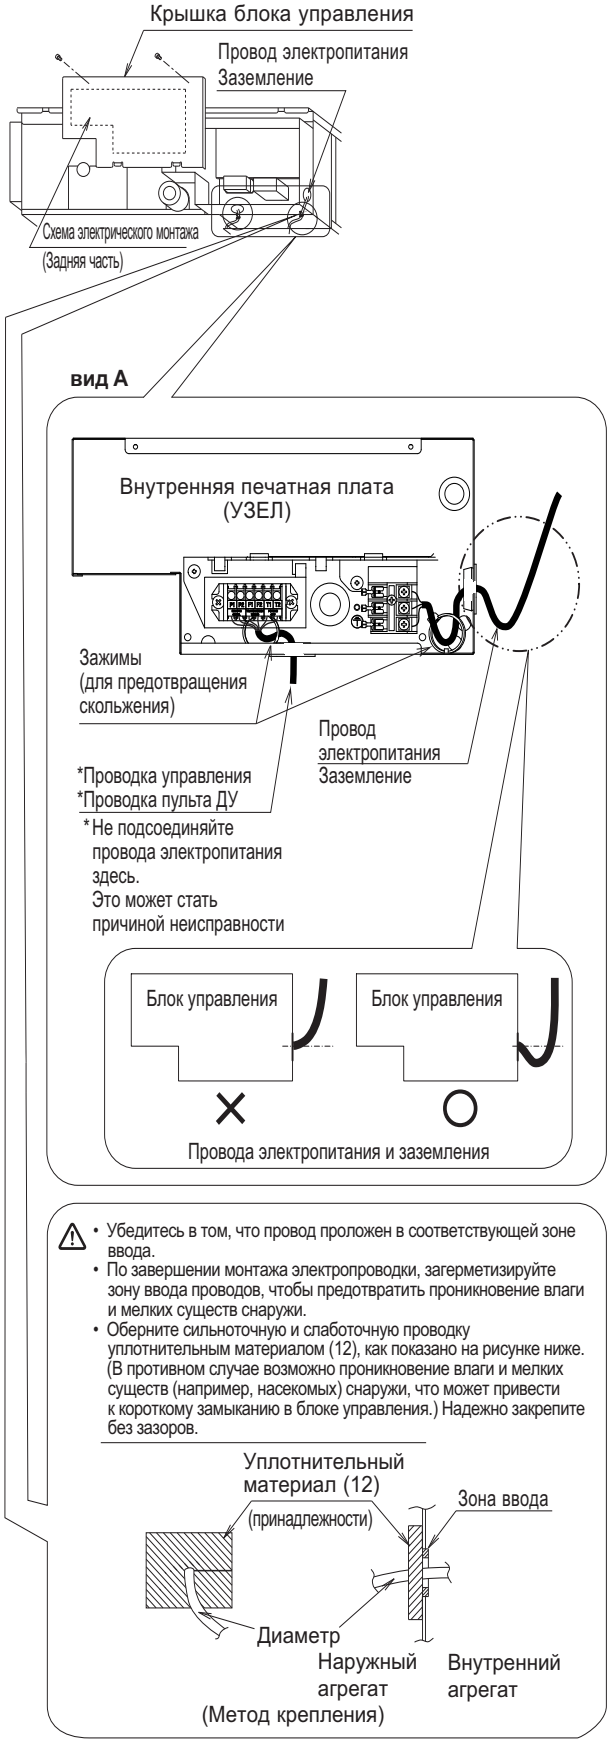

Рис. 17
Прочно закрепите кабели зажимами (9) (10), предлагаемыми в качестве аксессуаров, как показано на рис. 17, чтобы в местах соединения кабелей не было натяжки.
- Подключайте провода только после снятия крышки блока управления, как показано на рис. 17, см. схему A.